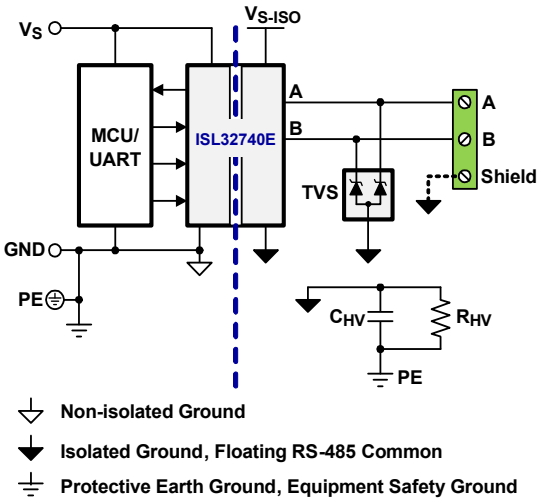

**Figure 9. Transient Protection for ISL32740E**
A high-voltage resistor ($R_{HV}$) is added in parallel to $C_{HV}$ to prevent the build-up of static charges on floating grounds (GND2) and cable shields (typically used in PROFIBUS). The bill of materials for the circuit in Figure 9 is listed in Table 6 on page 16.
**Table 6. BOM for Circuit in Figure 9**